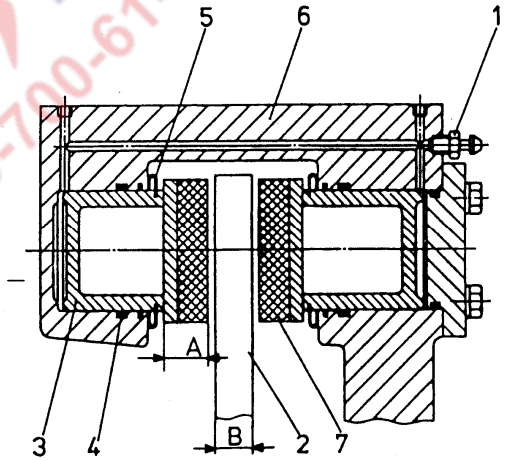

Рис. 5.27. Суппорт (головка) тормоза (разрез)
5. Установить шланг на наиболее высоко расположенный игольчатый клапан (1, Рис. 5.27) суппорта тормоза одного из колес, но только в том контуре, главный цилиндр которого был «прокачан».